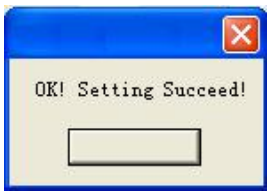

Fig. 7.10.13 Setup Time Succeed
d. Display system time in this dialog box, click " Set ", cue shown as Fig. 7.10.13 appears, to renew time of FLC succeed.